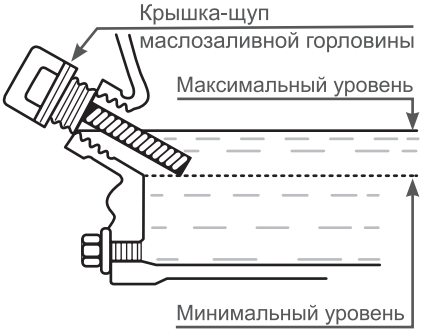

Рис. 7 Проверка уровня масла в картере
Максимальный уровень масла в картере соответствует нижней кромке заливного отверстия (Рис. 7).
5. При недостаточном уровне масла в картере необходимо долить чистое масло до верхней отметки на щупе, что соответствует нижней кромке заливного отверстия (Рис. 7).